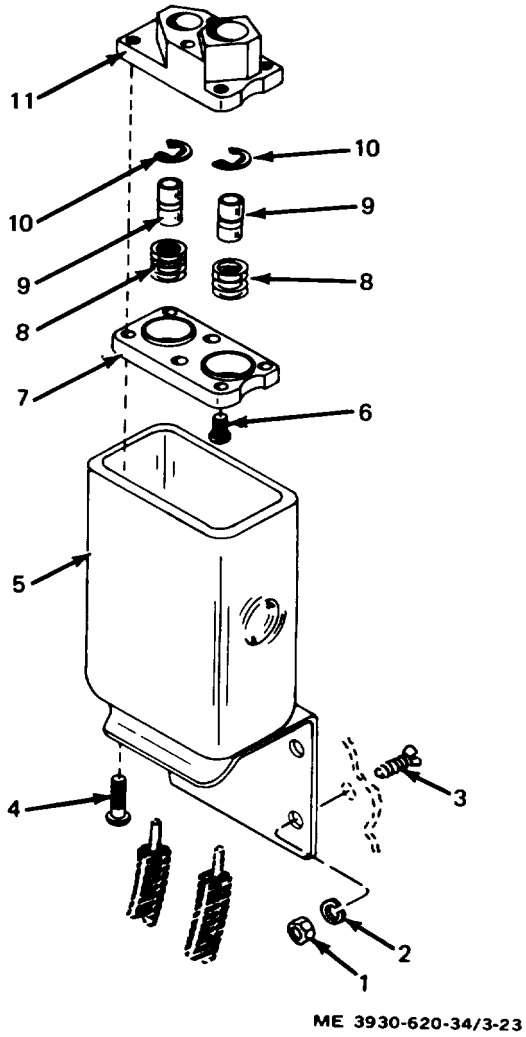

Figure 3-23. Battery connector, exploded view.
b. Disassembly. Disassemble connector as shown in figure 3-23. Do not disassemble the contacts from the cables unless necessary. If necessary, unsolder the contacts using an LP torch.
KEY to fig. 3-23:
4. Screw (2)
6. Screw (2)
8. Contact spring (2)
9. Contact (2)
10. Retaining ring (2)
e. Reassembly. Reassemble connector in the reverse order of that shown in figure 3-23. Use an LP torch and rosin core solder to connect contacts to cables.